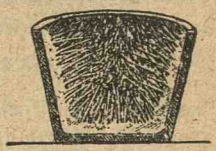

Fig. 28. Creuzet cu cristale de sulf.
5. Spargem coaja cu o vergea de sticlă în 3-4 locuri și scurgem lichidul rămas în pahar într'o strachină cu apă. 6. Desprindem coaja de pereții paharului cu un cuțitaș și o dăm la oparte. 7. Observăm la sfârșit că *în păhărel sunt o mulțime de ace mai groase sau mai subțirii. Aceste ace sunt cristale de sulf*, fig. 28. La început cristalele sunt transparente și fără coloare; cu timpul se fac opace și galbene.